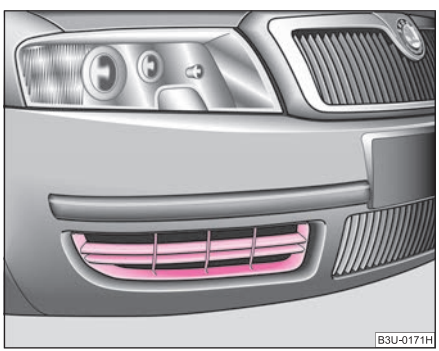

Fig. 200 Front bumper: protective grille of towing eye
– Carefully pull the protective grille ⇒ fig. 200 off in the right-hand area of the bumper. ■